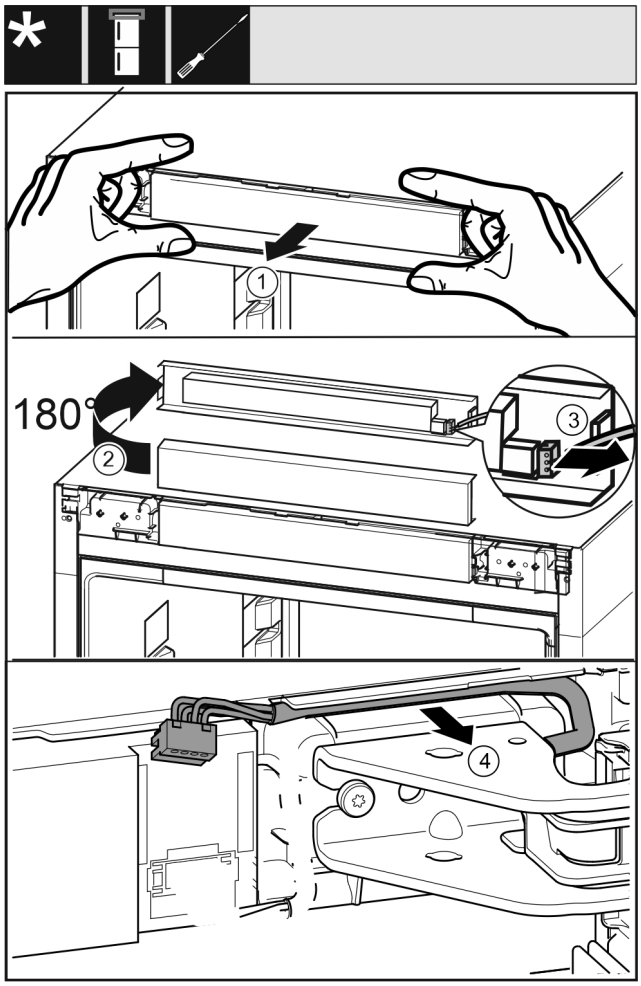

Fig. 23
▶ Carefully release the control panel trim *Fig. 23 (1)* forwards.
▶ Turn the control panel trim *Fig. 23 (2)* upwards by 180°.
▶ Push the locking tab *Fig. 23 (3)* backwards and remove the plug carefully.
▶ Release the cable over the swap bearing block *Fig. 23 (4)* from the guide carefully.